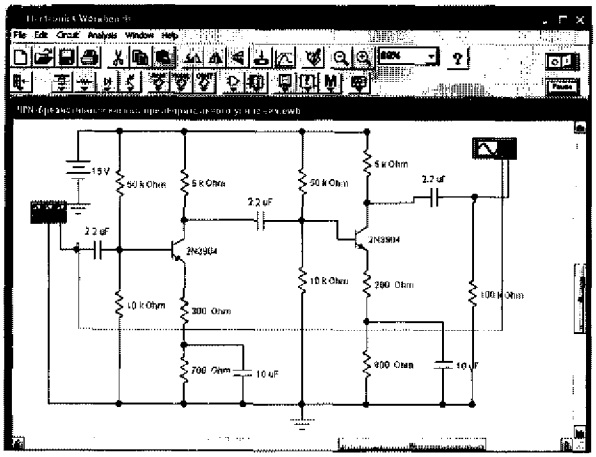

Рис. 22. Электрическая схема для исследования каскада предварительного усиления
Частотная характеристика резисторного каскада с емкостной связью (рис. 22, *б)* может быть разделена на три области: нижних, средних и верхних частот. В области нижних частот коэффициент усиления снижается (с уменьшением частоты) в основном из-за увеличения сопротивления конденсатора межкаскадной связи C_{p1} Обычно низкочастотный диапазон ограничивается частотой f_H, на которой коэффициент усиления снижается до 0,7 среднечастотного значения, т. е. $K_н = 0{,}7\ K_0$.
1. Соберите схему для исследования каскада предварительного усиления (рис. 22).